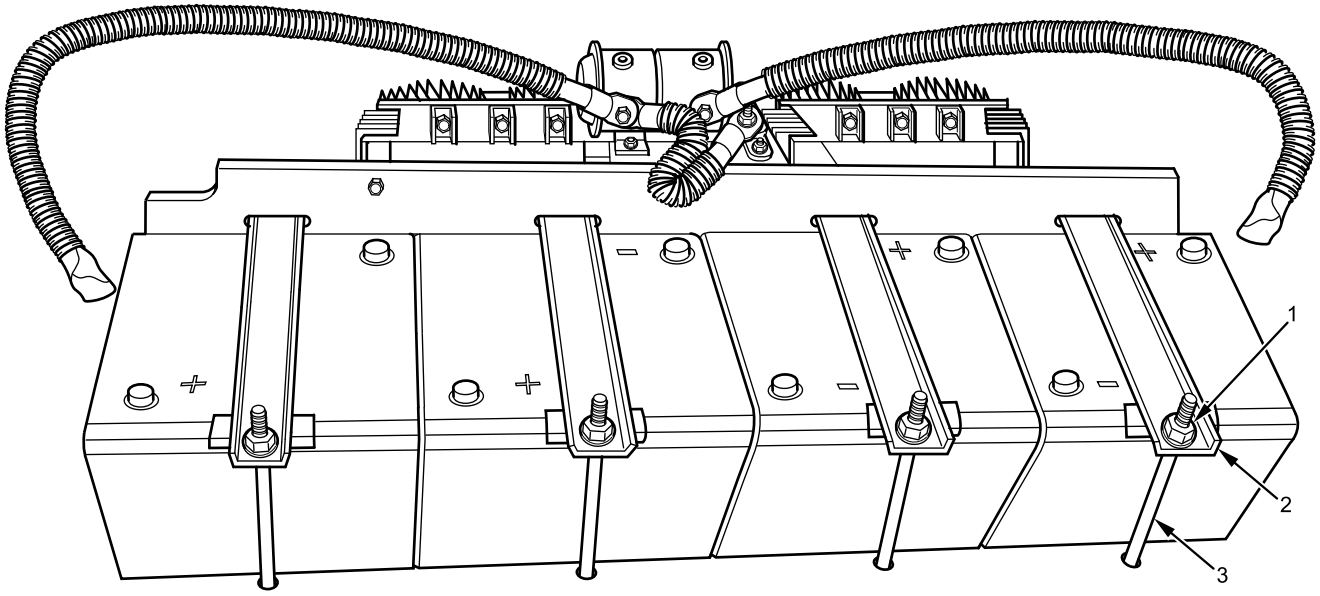

Figure 2. Battery Holddown Bracket.
2. Remove locknut (Figure 2, Item 1) and washer from battery holddown stud (Figure 2, Item 3). Discard locknut (Figure 2, Item 1).
3. Remove battery holddown bracket (Figure 2, Item 2).
4. Remove stud (Figure 2, Item 3).